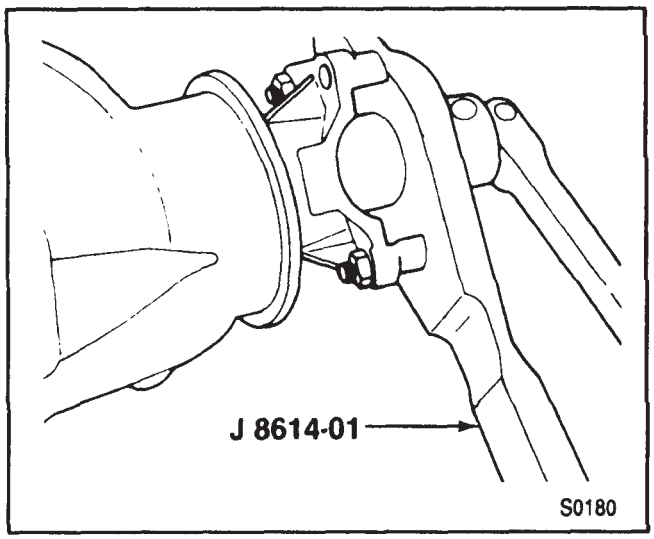

Figure 12—Removing the Pinion Nut
Remove or Disconnect (Figures 12 through 14)
* Measure, using an inch-pound torque meter, the amount of torque required to turn the pinion. Record this measurement for reassembly (figure 12). This will give combined pinion bearing, seal, carrier bearing, axle bearing, and seal preload.
Install or Connect (figures 12 through 14)
Install or Connect (Figures 12 through 15)